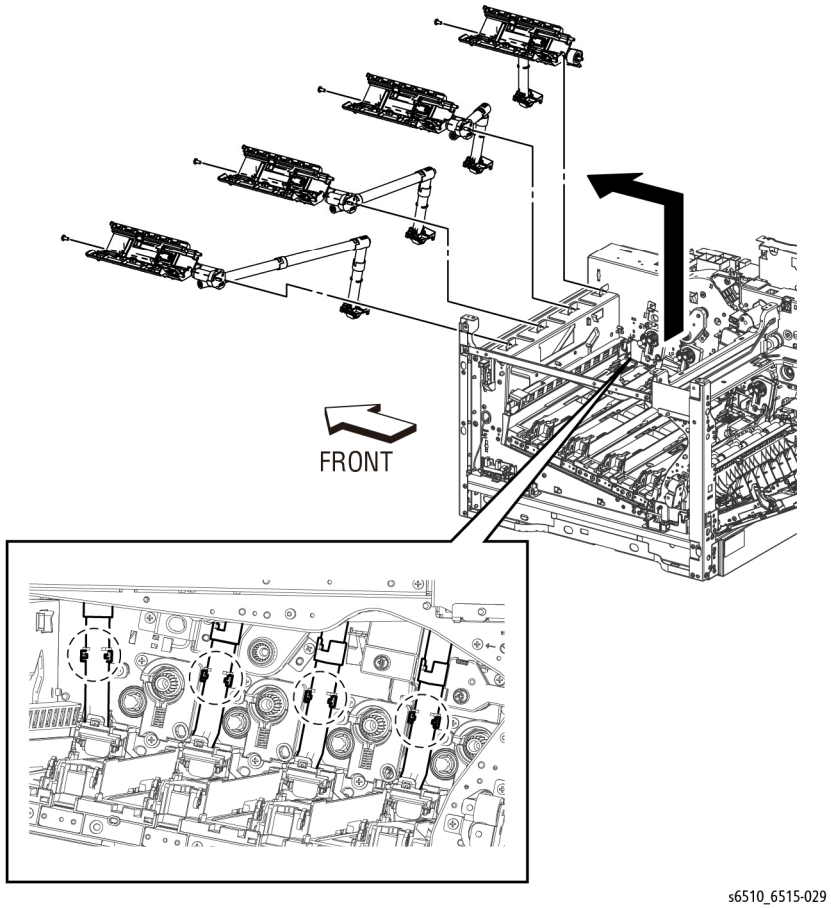

Figure 1 Remove the Dispenser Assemblies
8. Refer to Figure 1 to remove the two screws that attach the RH Brace (supporting the Dispenser Drive Assembly), then rotate the Dispenser Drive Assembly up to the left.
9. Refer to Figure 1 to remove one screw (silver, M3x6mm) from the Dispenser Assembly (one screw for each Dispenser).
10. Refer to Figure 1 to release the hook holding the Dispenser Assembly tube to the left-side printer chassis and remove the Dispenser (one hook for each Dispenser).